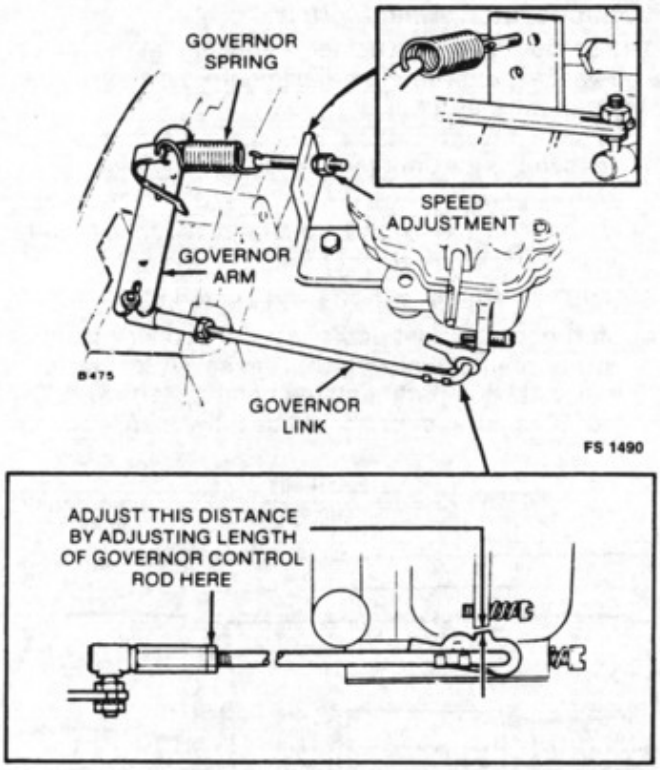

FIGURE 26. GOVERNOR ADJUSTMENTS
2. Adjust the length of the governor linkage and check for binding or excessive looseness. The length of the linkage connecting the governor arm to the throttle shaft assembly is adjusted by loosening the lock nut and rotating the ball joint (see Figure 26). Adjust this length so that with the engine stopped and tension on the governor spring, the stop on the throttle shaft assembly almost touches the stop on the side of the carburetor. (One more turn of the governor ball joint would allow the throttle shaft stop to touch the carburetor.) Tighten lock nut.